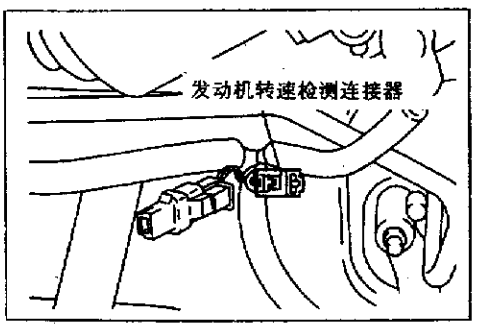

图 10－2－2
(1)将一个纸夹从配线侧插入发动机转速检测连接器，如图 10－2－2 所示，并接上发动机转速表。